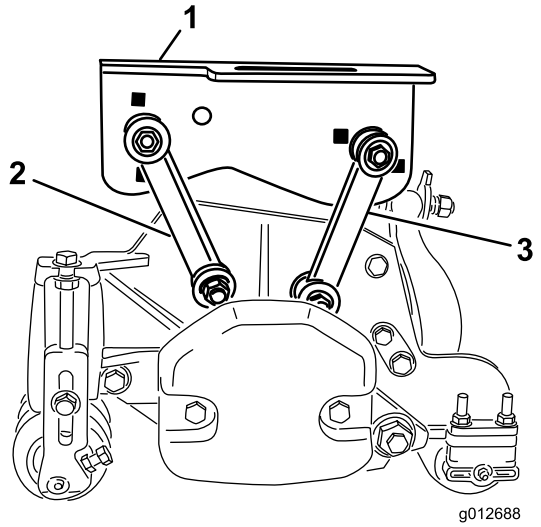

Figur 17
- Fäst de främre monteringslänkarna i hålen på den mellersta bärramen med en bult (3/8 x 2 1/4 tum), två planbrickor och en låsmutter såsom visas i Figur 17. Placera en bricka på var sida om länken vid montering. Dra åt fästelementen till 42 N·m.
- Fäst de bakre monteringslänkarna i hålen på den mellersta bärramen med en bult (3/8 x 2 1/4 tum), två planbrickor och en låsmutter såsom visas i Figur 17. Placera en bricka på var sida om länken vid montering. Dra åt fästelementen till 42 N·m.